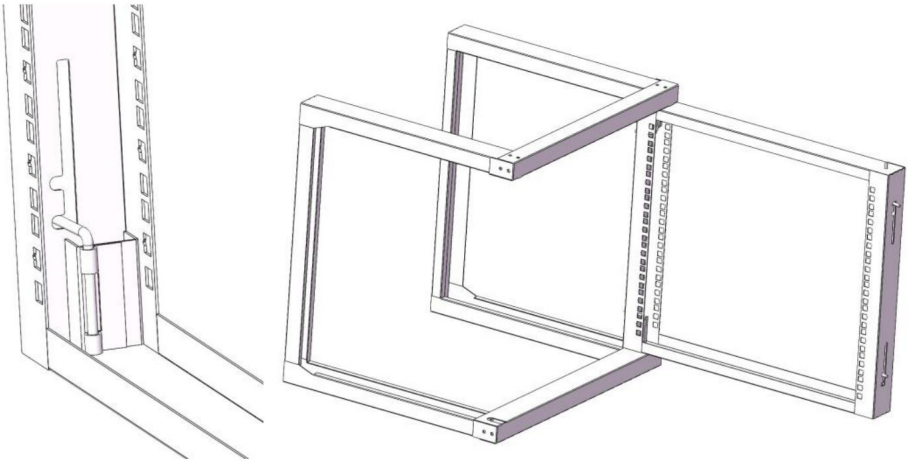

Figura 4
4. Posizionare il set di ante (3) sul telaio nella posizione indicata, quindi bloccare uno alla volta i 2 fermi delle ante del lato destro del set di ante (3) sul supporto, assicurandosi che l'anta possa aprirsi e chiudersi agevolmente. Vedere la Figura 4.